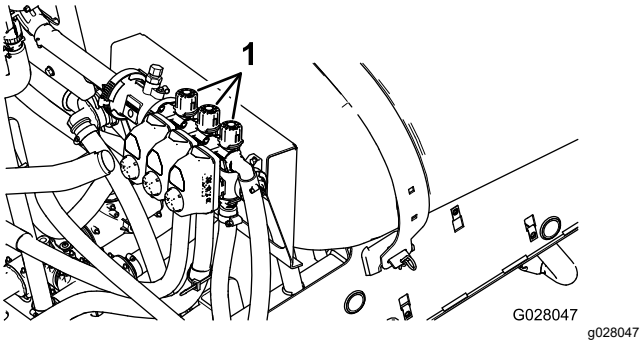

Figuur 21
2. Schakel de linkerspuitboom uit en stel de omloopknop van de spuitboom (Figuur 21) zodanig in dat de drukmeter de eerder gewijzigde waarde aangeeft (doorgaans 2,75 bar).
4. Stel de omloopknop van de rechterspuitboom (Figuur 21) zodanig in dat de drukmeter de eerder gewijzigde waarde aangeeft (doorgaans 2,75 bar).
6. Stel de omloopknop van de middelste spuitboom (Figuur 21) zodanig in dat de drukmeter de eerder gewijzigde waarde aangeeft (doorgaans 2,75 bar).